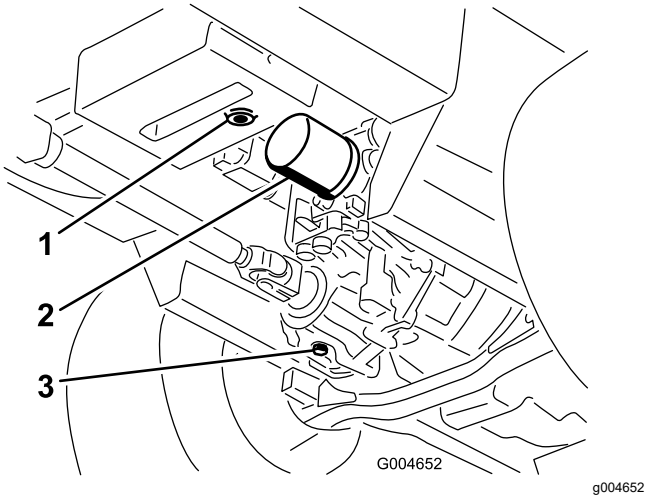

Figur 59
3. Ställ ett stort kärl under hydraultanken och transmissionslådan, lossa pluggarna och tappa ur all hydraulolja (Figur 59).
4. Rengör området runt hydraulvätskefiltret och ta loss filtret (Figur 59).